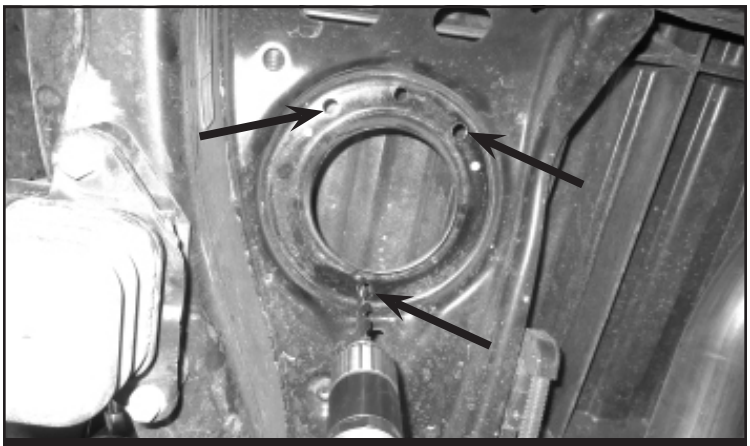

FIGURE 1 - STEP 3
3. Locate the factory 3 holes on the upper coil mount. Using a 7/16” drill bit. Drill out the orginal holes. **SEE FIGURE 1**